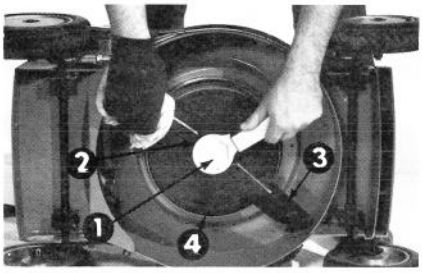

Abbildung 22
1. ⚠ Um das Messer zu entfernen, die Kante mit einem Tuch oder dicken Handschuh festhalten. Mit dem vorgesehenen Schraubenschlüssel den Bolzen, den speziellen Messerbefestigungsteil, das Messer und den Lüfter entfernen (Abb. 22).